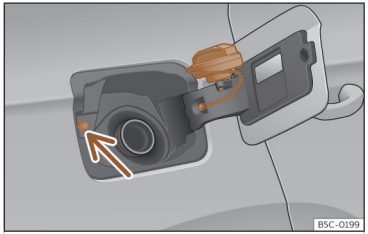

Abb. 191 Tankklappe mit aufgestecktem Tankverschluss.
- Platzieren Sie den Verschluss in der Aussparung, die sich im Scharnier der geöffneten Tankklappe befindet >>> **(Abb. 191)**.
Nicht den Taster für Tankdeckelverriegelung ››› **(Abb. 191)** (Pfeil) berühren. Das System interpretiert ansonsten, dass der Tankvorgang beendet ist und ein weiteres Betanken ist nicht mehr möglich. Um weiter tanken zu können, drücken Sie erneut den Taster in der Fahrertür.